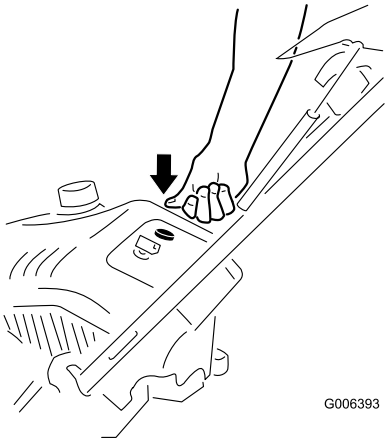
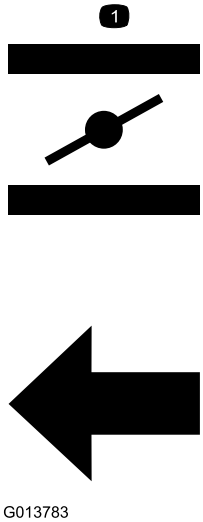

Figure 15
Figure 16
3. Firmly push in the primer with your thumb 3 times (0°F or -18°C or above) or 6 times (0°F or -18°C or below), holding the primer in a for a second before releasing it each time (Figure 15 and Figure 16).